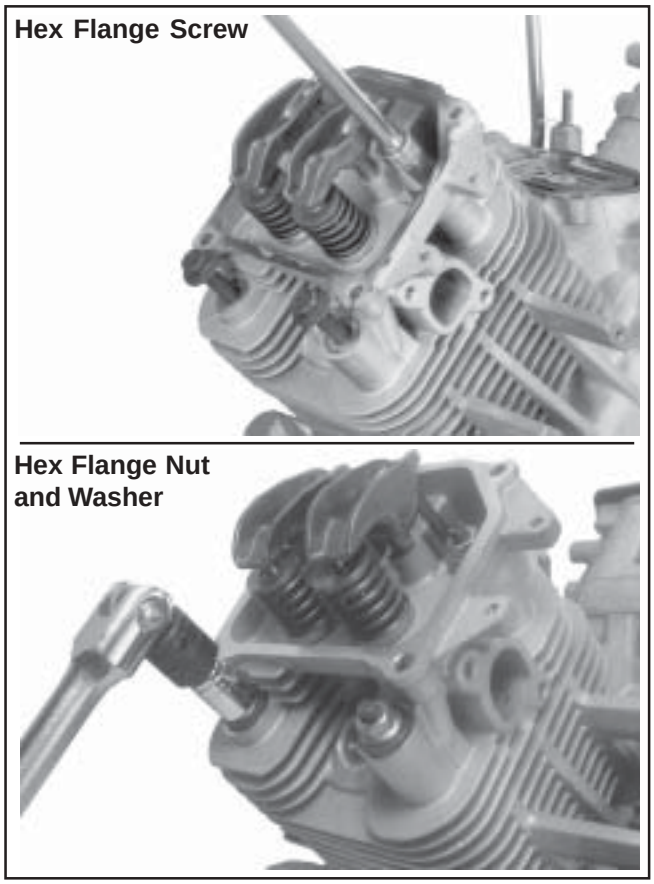

Figure 9-51. Removing Cylinder Head Fasteners.
1. Remove the four hex flange screws or hex nuts and washers securing each cylinder head. See Figure 9-51. Discard the screws or nuts and washers once removed. Do not reuse. Studs (if present) should only be removed if damaged or if cylinder reconditioning is necessary. Once removed, they must be replaced.